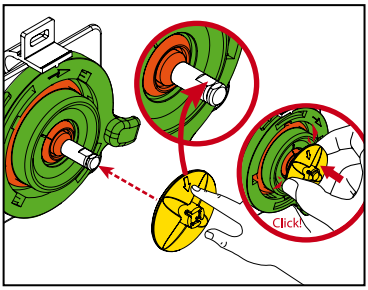

Fig.15
2. Replace the mounting plate on the mixer motor and shaft. Make sure to align the arrow on the whipper towards the flat surface on the shaft. Press the whipper onto the shaft until it “clicks” into position. (See Fig.15)